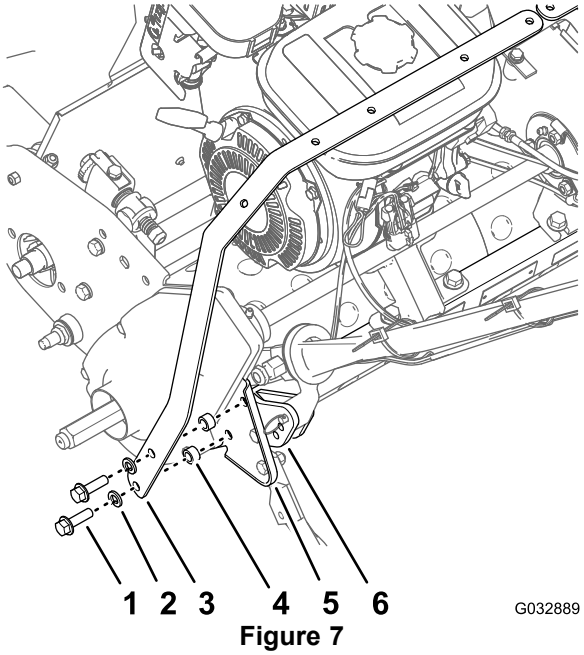

Figure 7
9. Assemble the left light-bar strap, 2 spacers, and left-side plate to the outer pad of the rear frame (Figure 7) with the 2 flange-head bolts (3/8 x 1-1/4 inches) and 2 lock washers (3/8 inch—removed in step 6).